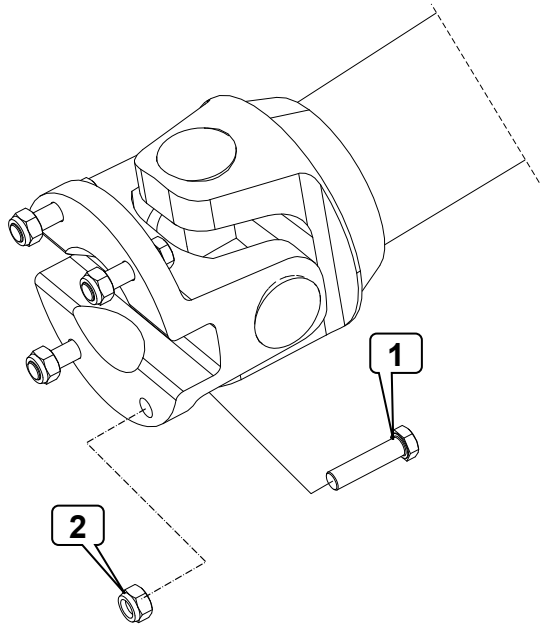

Rys. 1 Mocowanie wału z mostem napędowym, 1 – śruby - ***M12x1,5x50/10.9 – 120 Nm****, 2 – nakrętki -* ***M12x1,5 10 DIN.***
- odkręcić cztery śruby mocujące wał z mostem napędowym (Rys. 1);